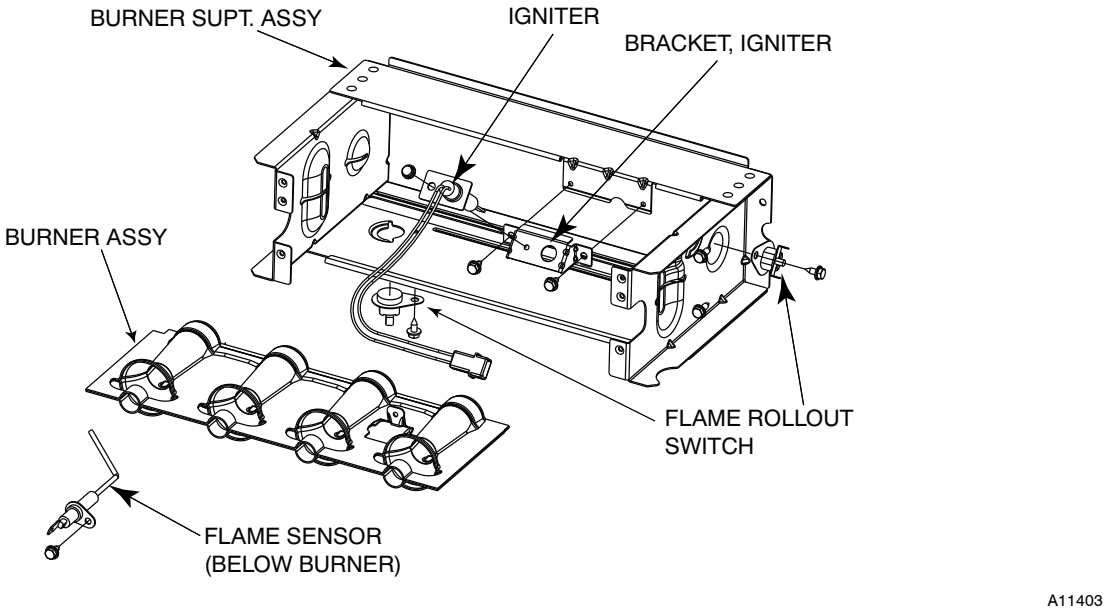

**Fig. 67 - Burner Assembly**
6. Remove screws attaching burner assembly to cell panel. See Fig. 67.